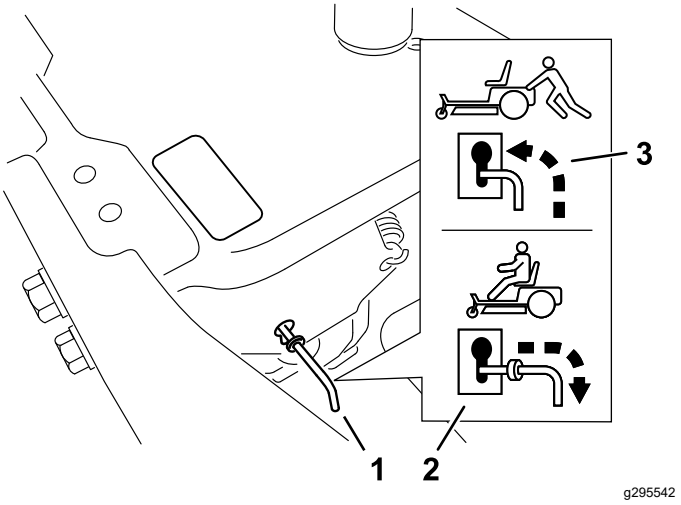

**Figure 33**
4. Move the bypass levers forward through the key hole and down to lock them in place (Figure 33).
Move the bypass levers rearward through the keyhole and down to lock them in place as shown in Figure 33.